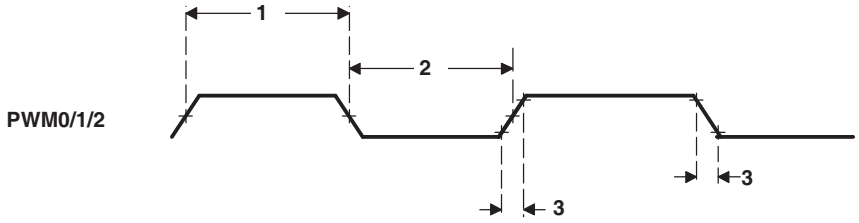
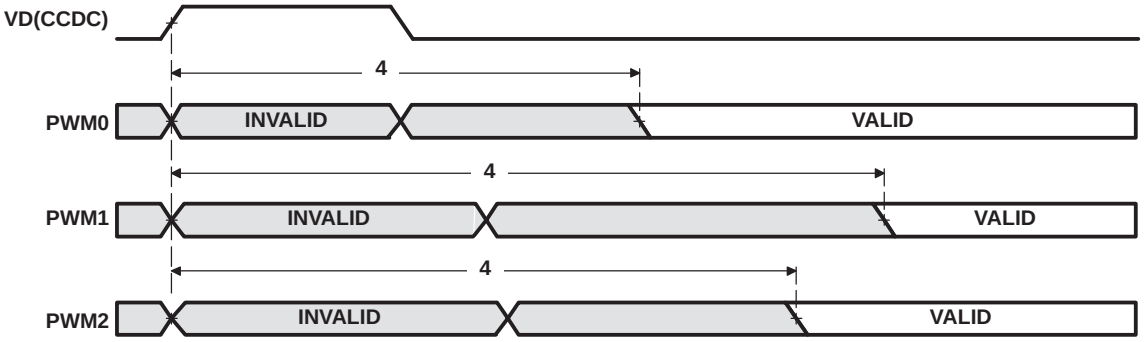

**Figure 6-51. PWM Output Timing**
**Figure 6-52. PWM Output Delay Timing**
**Table 6-104. Switching Characteristics Over Recommended Operating Conditions for PWM0/1/2 Outputs (see Figure 6-51 and Figure 6-52)**